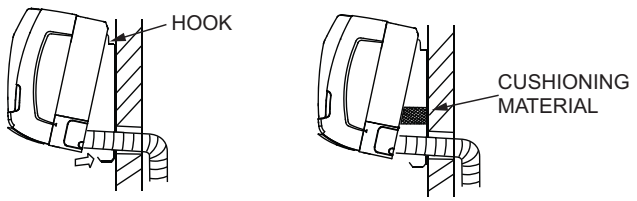

Fig. 6 — Piping Connection
1. For condensate and refrigerant piping, lift the unit from bottom, making sure the unit is still attached to the mounting plate at the top. See Fig. 6.
2. Introduce temporary cushioning material to maintain the space needed to connect the piping and to avoid damage to unit and wall. See Fig. 6.